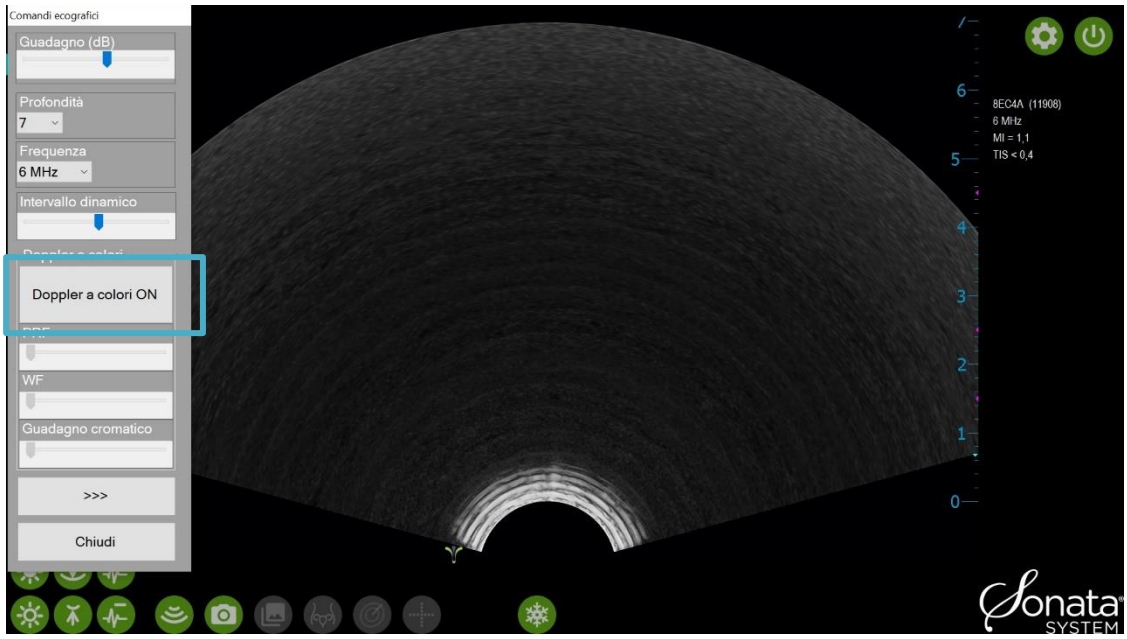

Figura 6-6. Attivazione del Doppler a colori
- Fare clic sul pulsante "Doppler a colori ON" per attivare la generazione delle immagini con Doppler a colori (vedere la Figura 6-6).